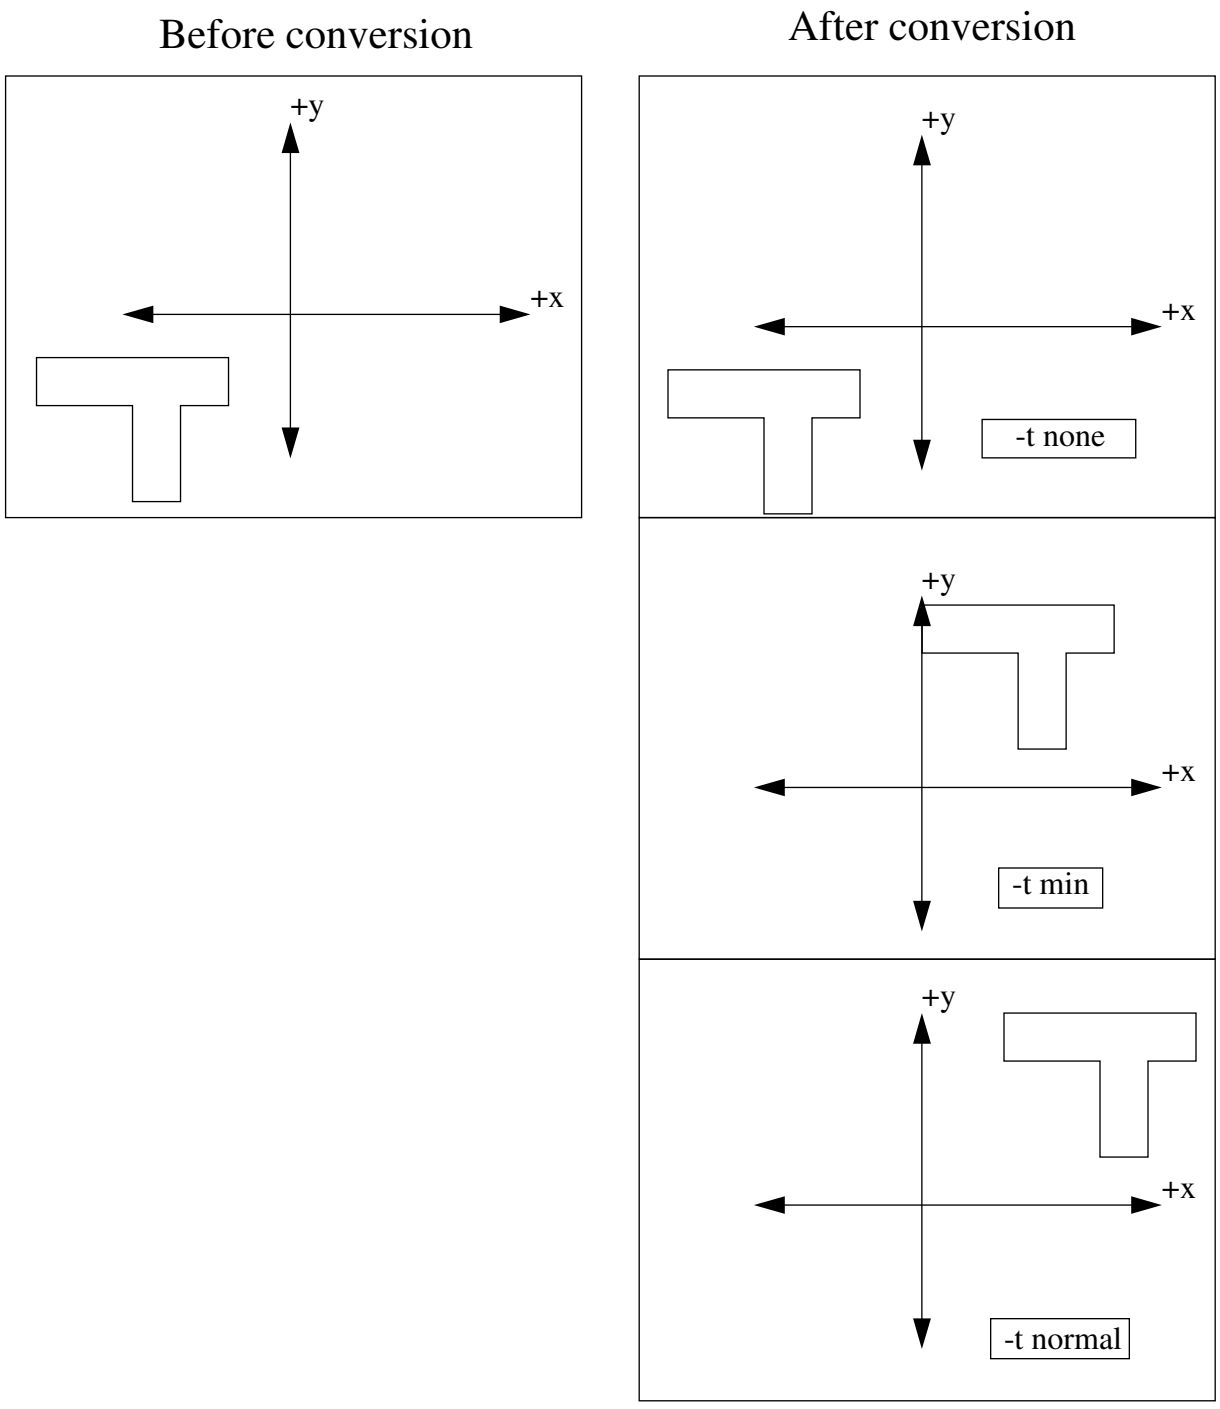

Figure 12 The "-t" option gives the user control over how ***gds*** transposes the GDSII coordinates.
-t <type> Determines location of the circuit (See Figure 12). This option translates the gds coordinates, where <type> is: